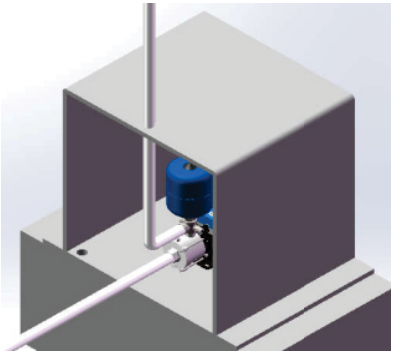

Figura 3
9.17 O pressurizador deve ser instalado em local coberto, ventilado e com proteção contra intempéries (ver figura 3)